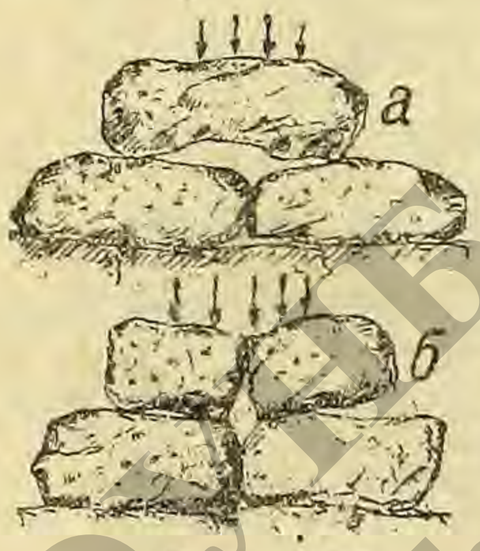

Рис. 533.
1) Камни должны возможно плотнее прилегать друг к другу, чтобы передавать давление вышележащей кладки большим числом точек; в противном случае (рис. 533 *а*) может произойти перелом камня (рис. 533 *б*) и вследствие этого ослабление кладки. Таким образом необходима или плотная *притеска* одного камня к другому или же употребление *раствора*, который, заполняя все пустое пространство между камнями, передает давление равномерно на весь нижний камень.